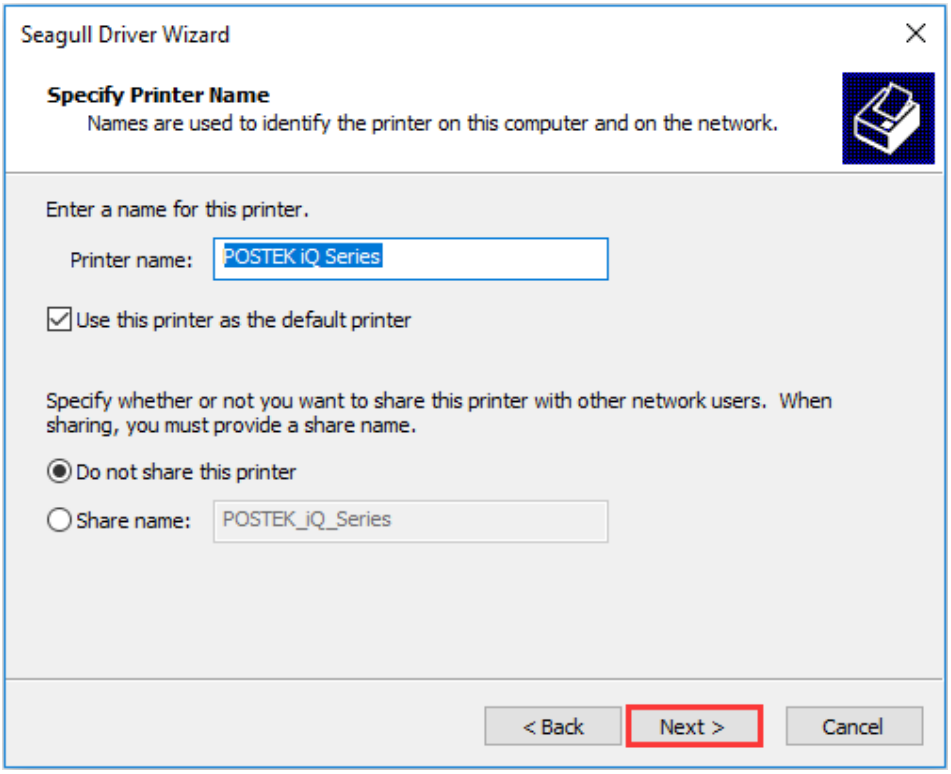

Figure 2-30 Specify Printer Name
8. On the "Specify Printer Name" screen, enter a name for the printer, as shown in Figure 2-30, then click "Next" to finish the driver installation.